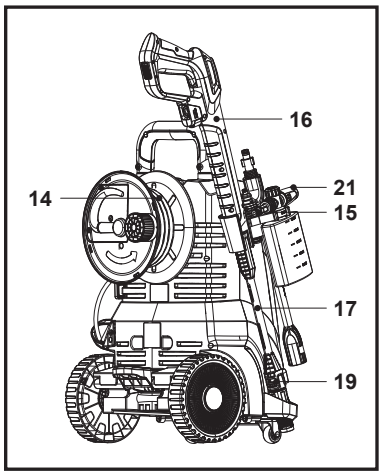

Fig. 26
3. Enrole a mangueira de pressão (14) e guarde a pistola de pulverização (16), a lança de extensão (17), o bocal do recipiente do detergente (21) e o bocal (19/20) (Fig. 26).